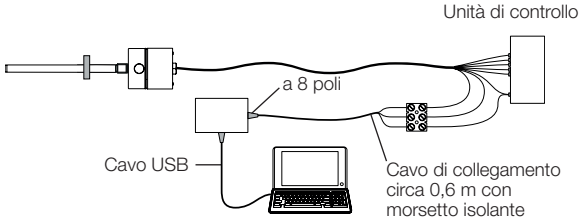

Fig. 6-1: Collegamento dell’interfaccia di comunicazione con cavo
1) Colore consigliato del fili nell’utilizzo della interfaccia di comunicazione USB (vedere Fig. 6-1 a pagina 17)